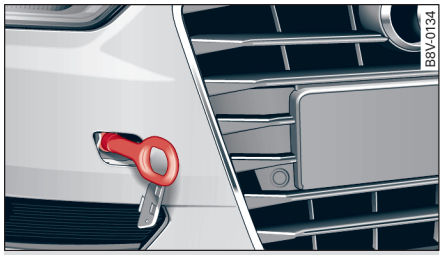

图 236 前保险杠右侧：旋接式牵引环
- 将牵引环拧入螺纹孔内并拧到底 ⇨ *图 236*，然后用车轮扳手拧紧。